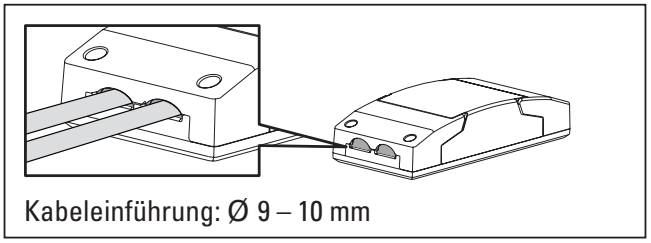

Abb. 10
• Bei einem Leitungsdurchmesser von 7 bis 8 mm, Ausstanzung im Schutzdeckel entfernen (Abb. 10).